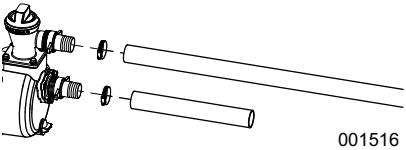

Figura 2-5.Accesorio de manguera típico
3. Vea la *Figura 2-5*. Conecte la manguera de aspiración en la brida (inferior) deslizando la manguera sobre la punta dentada para conexión, fijándola con una abrazadera de manguera.